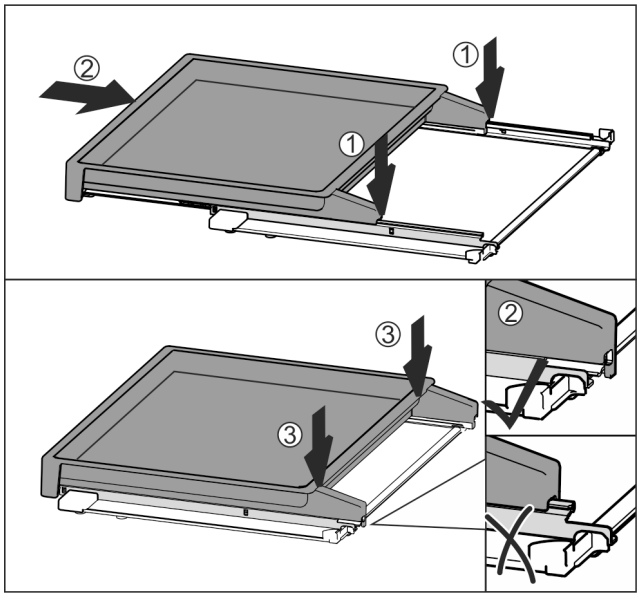

Fig. 180
- ▶ Položite jo na sredino tirnic *Fig. 180 (1)*.
- ▶ Izvlečno polico v celoti potisnite noter *Fig. 180 (2)*.
- ▶ Pritisnite na zadnji strani, da se slišno zaskoči *Fig. 180 (3)*.